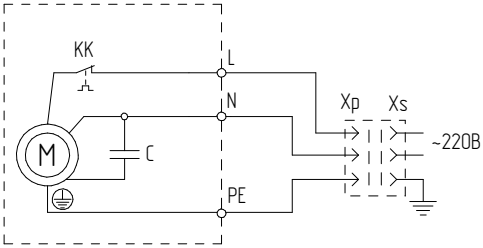

Рис. 3. Схема электрическая принципиальная
- Схема электрическая принципиальная приведена на рис.3